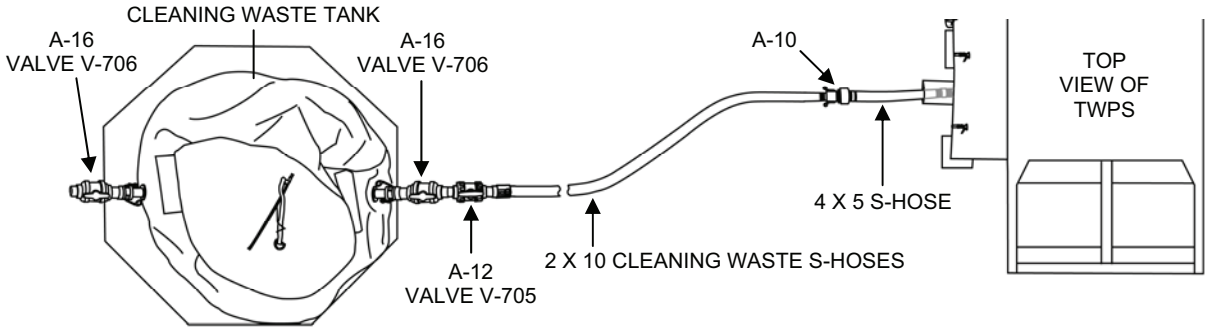

Figure 6. Adaptor A-12 Valve V-705 in Cleaning Waste Hose Line.
a. Be sure that Adaptor A-12 Valve V-705 on the 2 x 10 cleaning waste (suction) hoses is closed (Figure 6).
c. Open valves V-705 and V-706 on Adaptors A-12 and A-16 that are connected together on the cleaning waste tank (Figure 6).